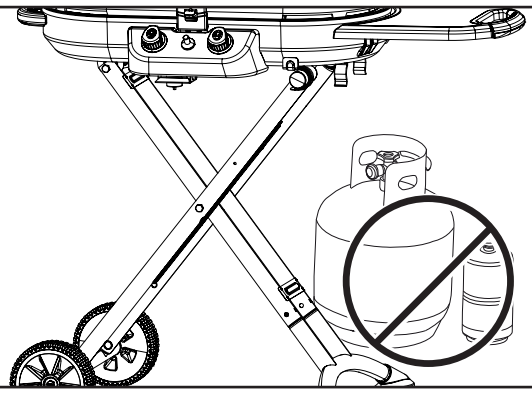

Fig. 2
- NEVER store a spare L.P. gas supply cylinder under the grill body or in the vicinity of any heat producing appliance. (Fig. 2)